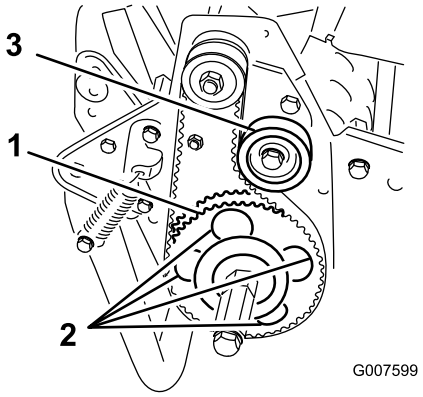

Rysunek 44
7. Obróć koło napędzane do momentu, aż nastąpi zrównanie otworów z 4 śrubami kołnierzowymi łożyska rolki (Rysunek 44).
11. Wyreguluj napięcie paska i dokręć śrubę mocującą koło pasowe luźne (Rysunek 44).